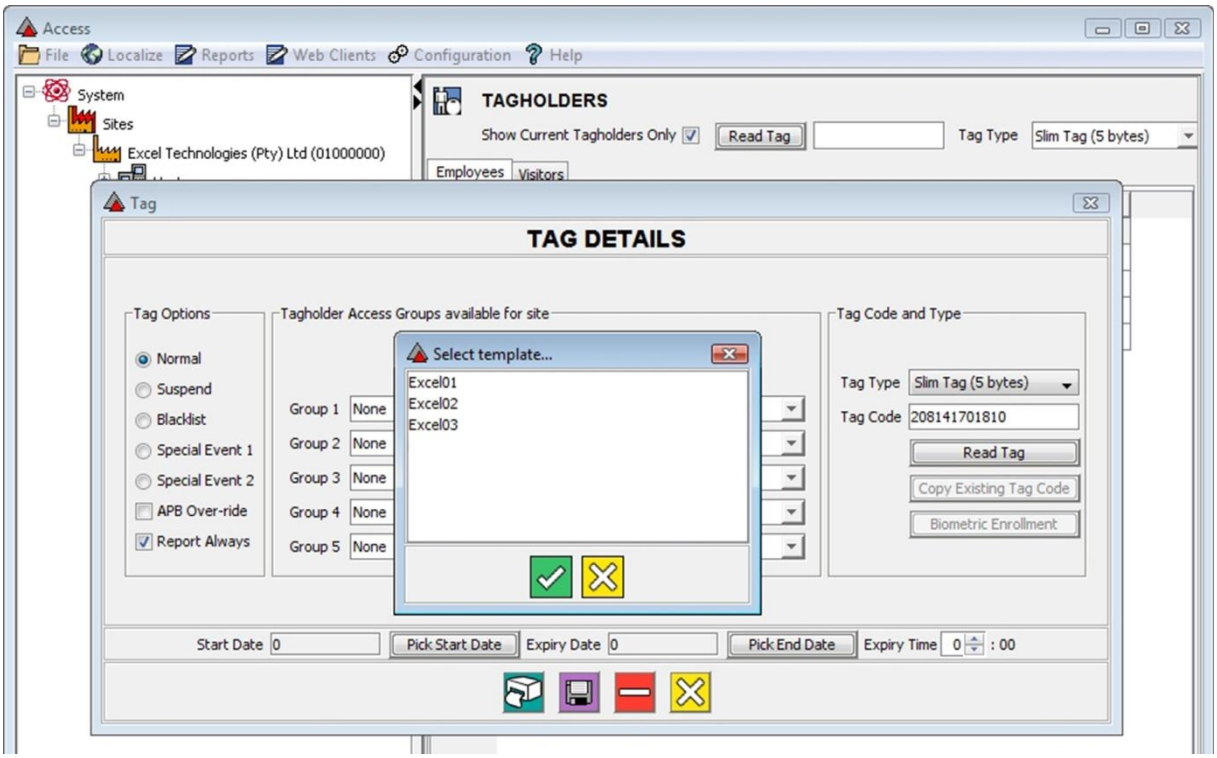

Figure 85 – Default Card Template selection
5. In the **Tag Details** dialog hold down the **Ctrl** key, and select **Print**. The Select Template dialog appears (see Figure 85).